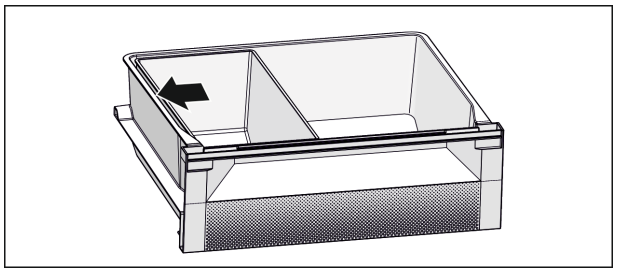

Fig. 7
▶ Az optimális hűtési funkcióhoz: A Fish & Seafood-tálcát az ábra szerint helyezze el (lásd Fig. 7) .